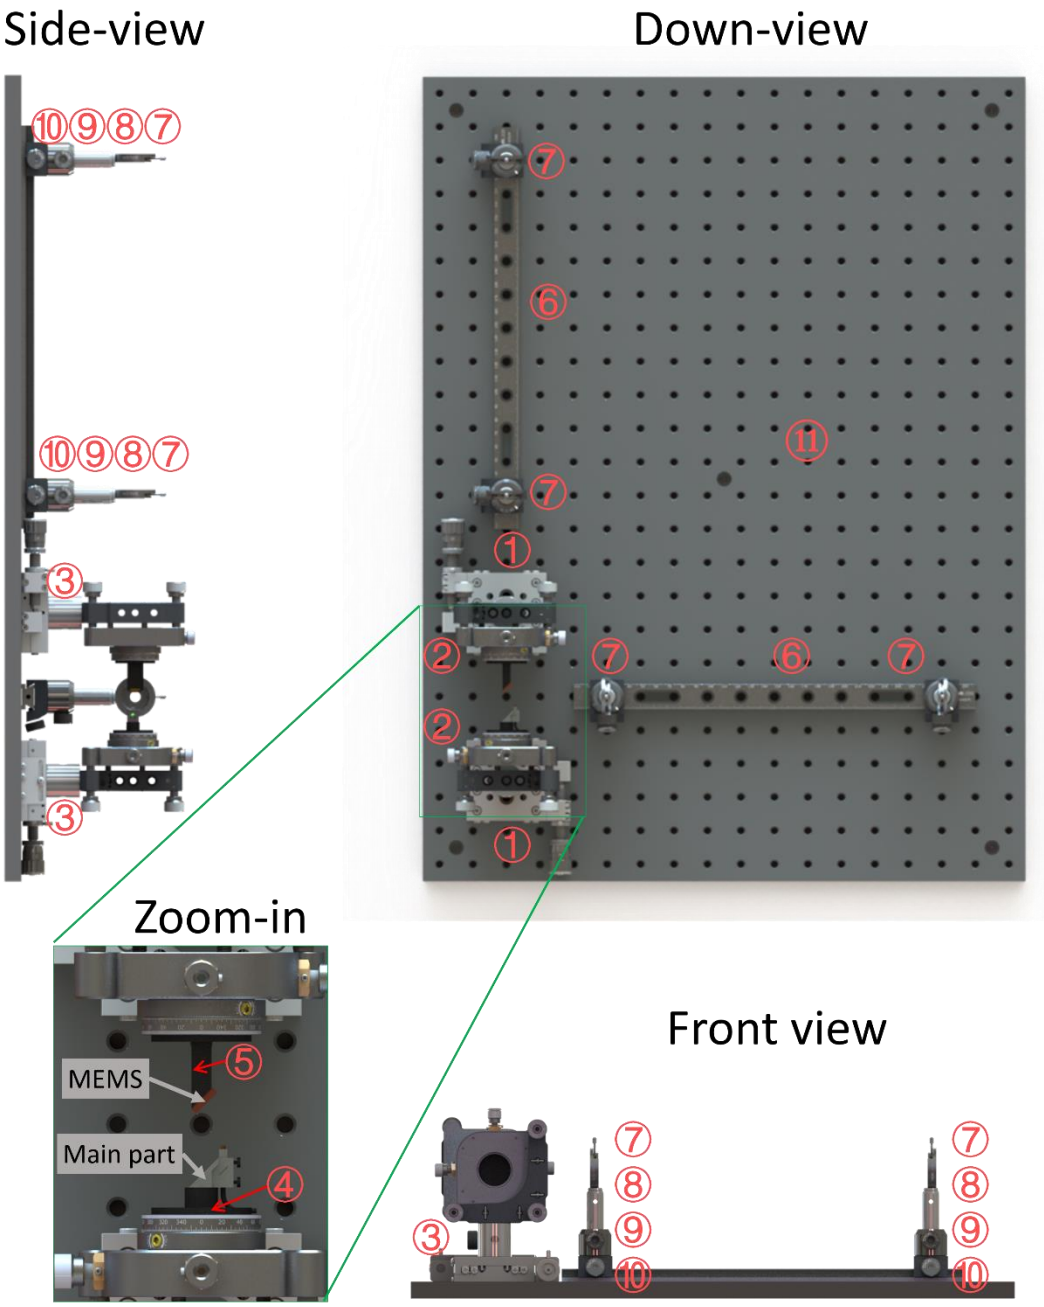
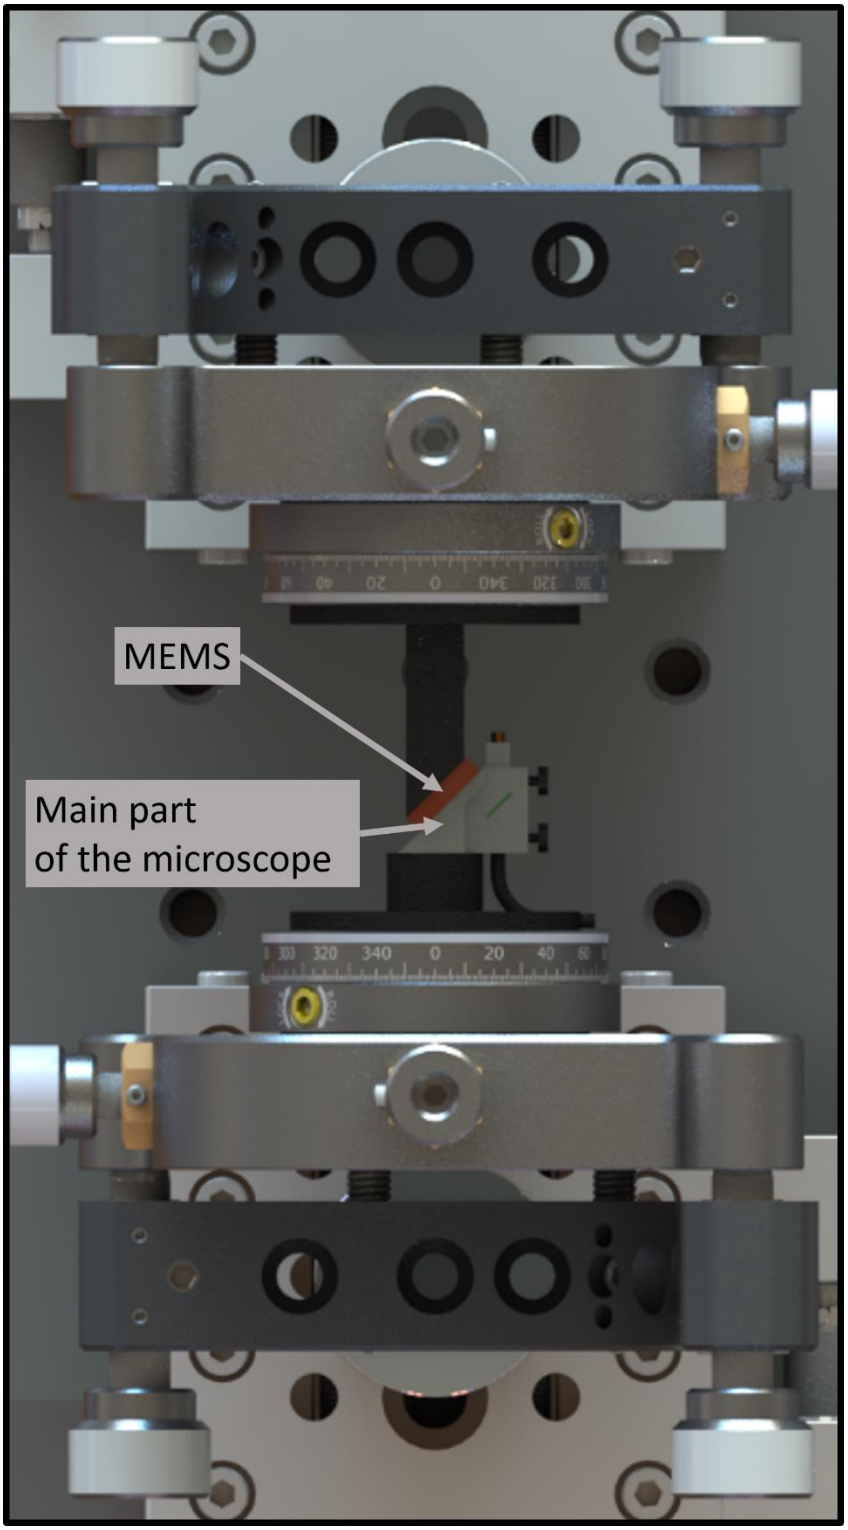

Figure 3. The schematic of the alignment setup. Components are numbered according to **Table 3**.
Figure 7. Attaching MEMS to the microscope headpiece.
Step 13. Prepare the alignment setups as shown in **Fig. 3**. The necessary pieces of equipment are listed in **Table 3** and technical drawings are given in **Supplementary Zip files.**
Step 14. Pre-alignment of four irises (component 7 in **Fig. 3**) to ensure that they are of the same height and collinear to each other.
Step 16. While adjusting the 6-Axis Kinematic optic mount that holds the microscope-alignment holder (the first component 2 in **Fig. 3**), we observe the laser spot by using
Step 17. Re-install the 6-Axis kinematic optic mount that holds the MEMS-alignment holder (the second component 2 in **Fig. 3**). Attach the MEMS onto the MEMS-alignment holder by using the double-sided tape.
Step 20. Move the one-axis stage that holds the MEMS (the component 1 in **Fig. 3**) forward to the main body of the microscope headpiece until they almost touch each other **(Fig. 7**). After this step, you shall expect the incident laser penetrating the objective lens detected by the NIR Detector Card.
Troubleshooting! If the output laser does not form a perfect ellipse focus symmetrical to the optics axis of the objective shown in **Fig. 8**, or the MEMS needed to be placed at a distance from the main body of the microscope headpiece, double-check the alignments in step18 and step 19. Also check if the motion trail of the one-axis stage that holds the MEMS (the component-1 in **Fig. 3**) is collinear with the collimator and the laser output. If the problem still exists, check the manufacture quality of the main frame.